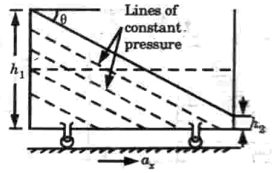

Fig. 1.37.1.
2. This makes the free liquid surface to slope upward in a direction opposite to a_x as shown in Fig. 1.37.1.